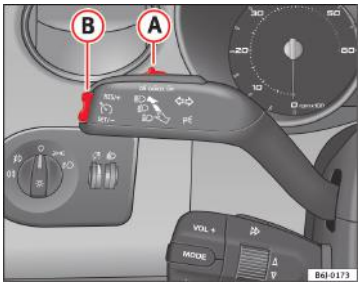

Fig. 114 Maneta pentru semnalizarea direcției și faza lungă: comutatorul și comutatorul basculant pentru tempomat
– Apăsați partea superioară **RES** a comutatorului basculant ⇒ fig. 114 (B) pentru creșterea vitezei. Automobilul va continua să accelereze cât timp continuați să apăsați comutatorul basculant. La eliberarea butonului, noua viteză este memorată.
Tempomatul este oprit dacă reduceți viteza prin apăsarea pedalei de frână. Reactivați comanda printr-o apăsare a secțiunii superioare a comutatorului basculant **RES+** ⇒ fig. 114 (B).